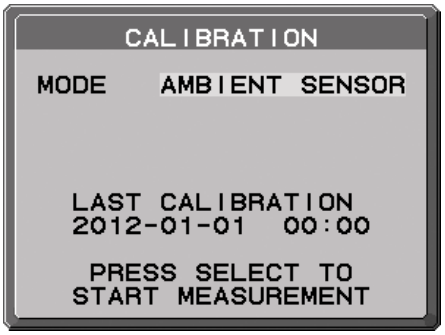

Figure AS.1
2. Allumez l'écran. Après 30 minutes, sélectionnez CAPTEUR AMBIANT dans le mode de calibrage (**Figure AS.1**).